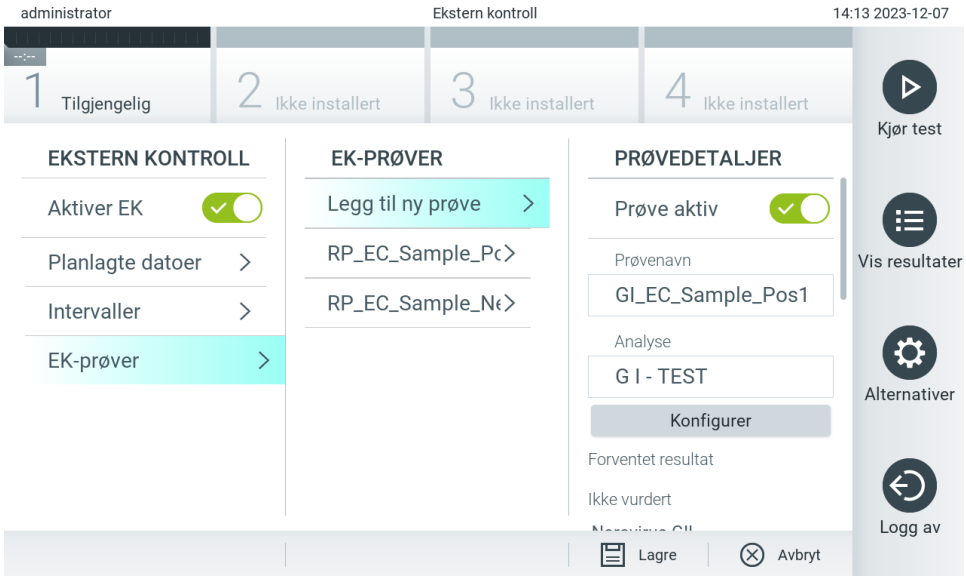
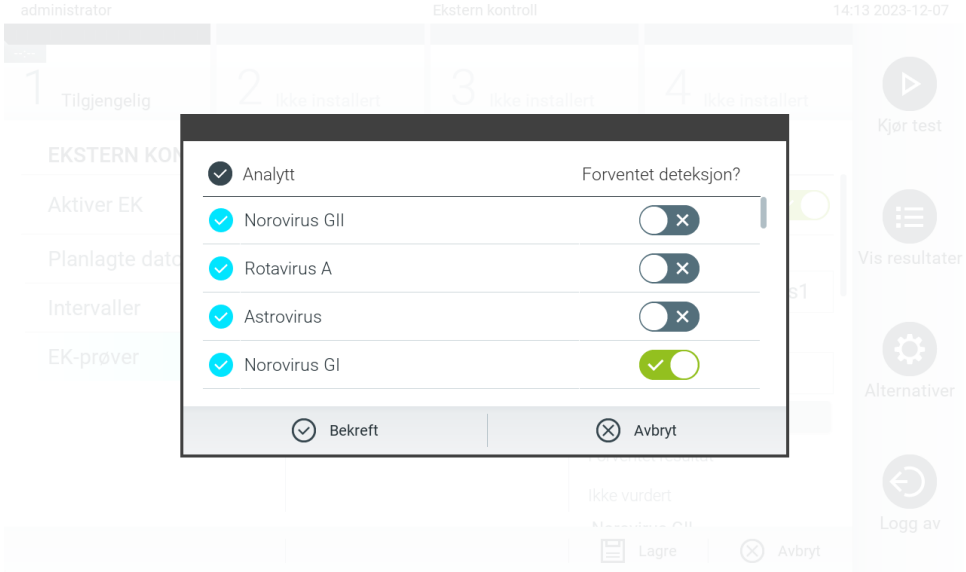

Figur 79. Skjermbildet External Control EC Samples (EC-prøver for ekstern kontroll).
Figur 80. Skjermbildet External Control EC Samples configuration (konfigurasjon av EC-prøver for ekstern kontroll).
6. Velg **Configure** (Konfigurer) for å rediger analyttene i en ekstern kontrolltest (Figur 79). I EC-prøvekonfigurasjonen for ekstern kontroll kan det bestemmes om en analytt vurderes for EC-kjøringen for ekstern kontroll, og om en påvisning forventes (Figur 80).
Det er mulig å velge bare allerede HIS-/LIS-opplastede og utløpte resultater for opprettelse av arkivfil. På samme måte er det mulig å velge kun allerede opplastede resultater fra QIAstat-Dx Remote Results Application for oppretting av arkivfil. Trykk på **HIS/LIS Uploaded** (HIS-/LIS-opplastet) for å aktivere dette alternativet, og trykk på **Create Archive** (Opprett arkiv) (figur 80).